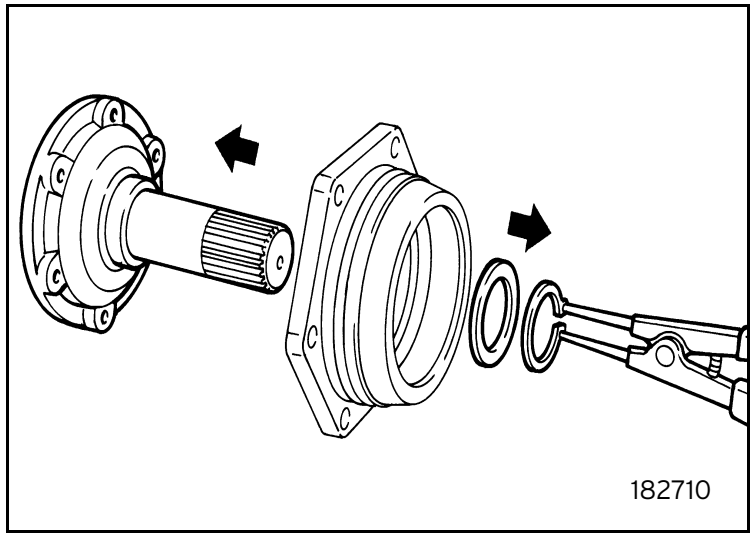

Fig. 10
- Remove the snap ring, the shim and the axle shaft flange (figure 10). Repeat the operation on the other hub.